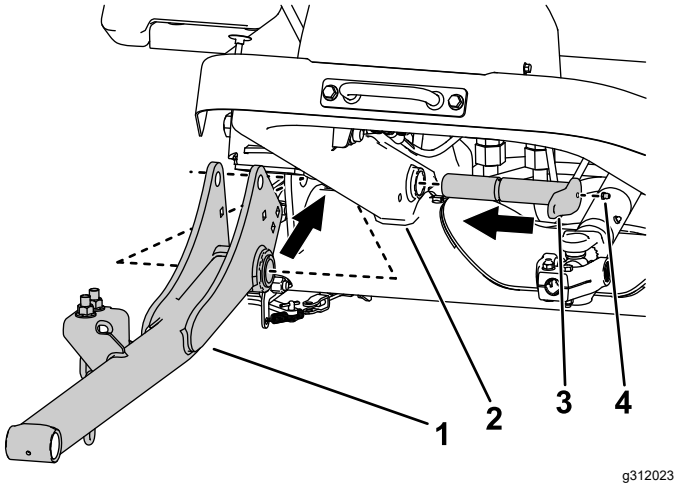

Figura 6
2. Montate i bracci di sollevamento al telaio della macchina con 2 perni grandi (Figura 6).
3. Montate i raccordi d'ingrassaggio sui perni grandi (Figura 6).